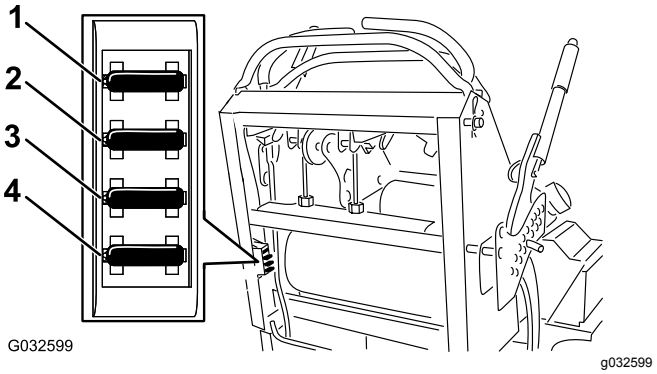

Figuur 53
4. Trek de zekering eruit en vervang deze (Figuur 53).